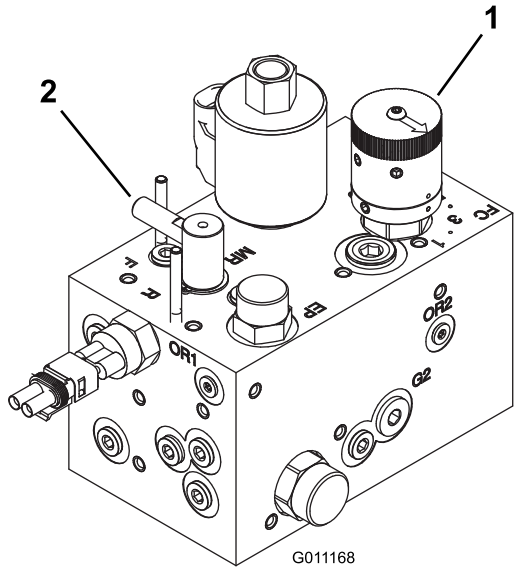

Figuur 44
2. Draai de regelknop voor het toerental van de messenkooien (Figuur 44) op het getal dat u hebt bepaald in stap 1.